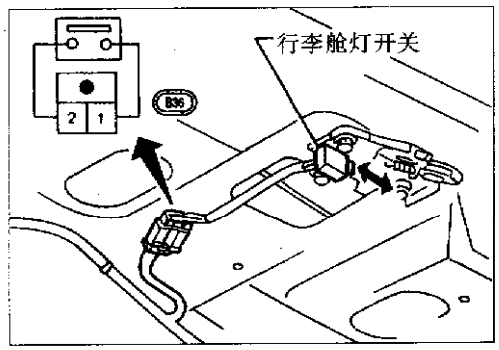

图 12－19－31
(3) 行李舱灯开关。检查表 12－34 中所示端子间是否导通，见图 12－19－31。